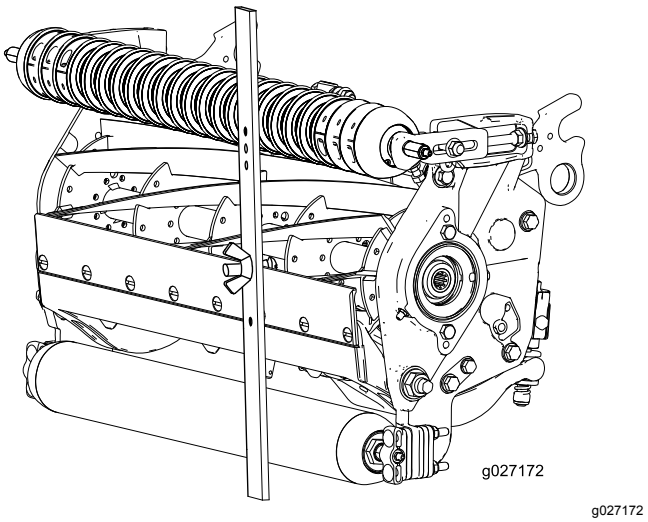

Figura 17
4. Enganche la cabeza del tornillo sobre el filo de la contracuchilla y apoye el extremo trasero de la barra sobre el rodillo trasero (Figura 17).
5. Gire el tornillo de ajuste hasta que el rodillo delantero entre en contacto con la barra de ajuste (Figura 17).